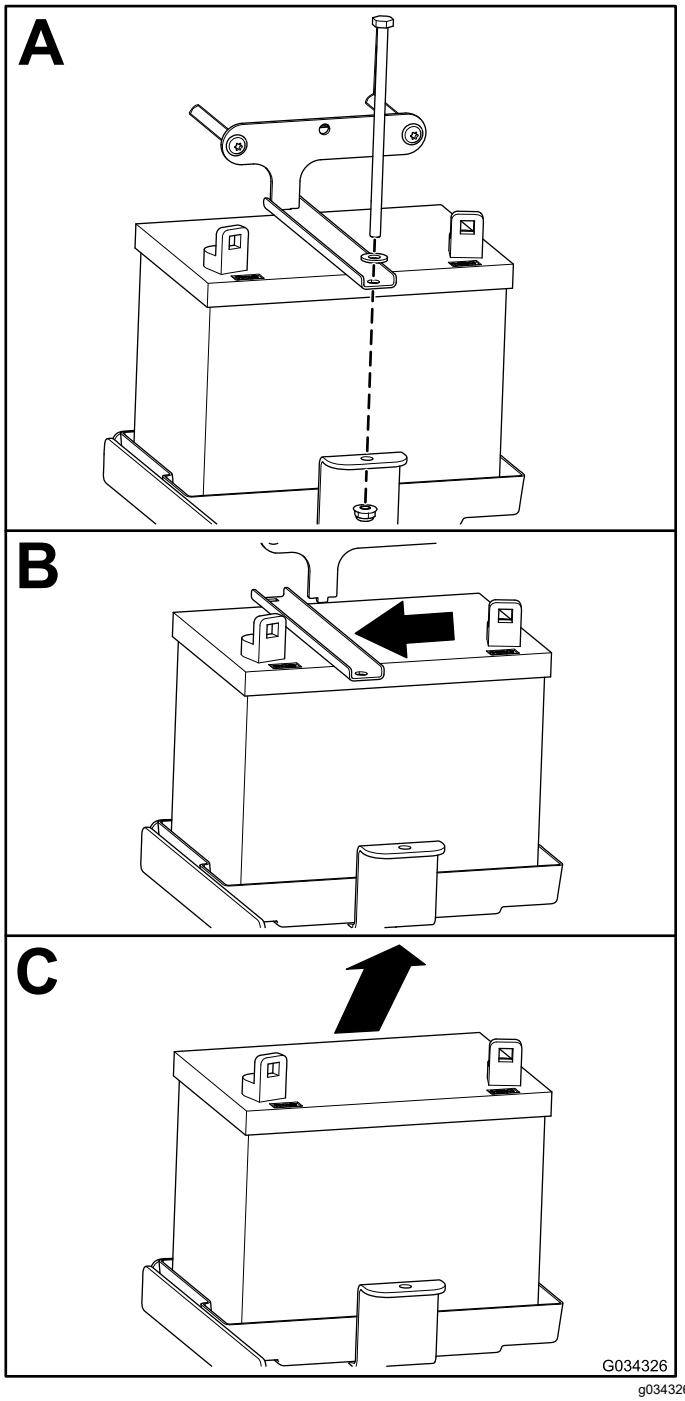

Figur 48
2. Ta bort batteriet enligt Figur 48.